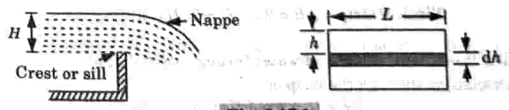

Fig. 3.17.1.
1. As shown in Fig. 3.17.1 consider a rectangular notch provided in a channel carrying water.